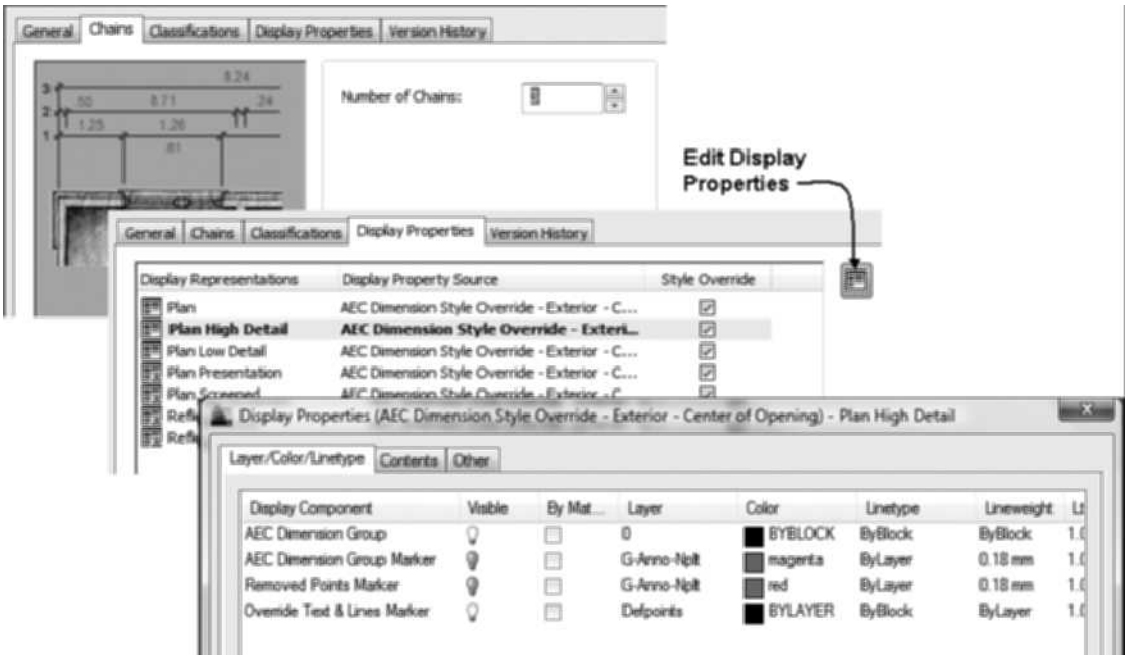

FIGURE 11.10 *Chains and Display Properties tabs of an AEC Dimension Style*
15. Choose the Chains tab of the right pane. This AEC Dimension style includes three chains as shown in Figure 11.10.
17. The Display Properties tab, shown in Figure 11.10, includes a list of the Display Representations, Display Property Source, and Style Override fields. Each display representation is assigned a dimension style, as shown in Figure 11.10; therefore, the properties of the dimension style are linked to the display configuration.
18. Choose **Edit Display Properties** button as shown in Figure 11.10.
19. Choose the Layer/Color/Linetype tab as shown in Figure 11.10. This tab allows you to turn off or on the display of the components of the dimension. The AEC Dimension Group consists of the dimension chains of the dimension. The AEC Dimension Group component is displayed for all display representations. The AEC Dimension Group Marker and Remove Points Marker, if turned on, can be selected to edit the grips of the dimension. The Removed Points Marker component is usually not visible since it is used to represent points that have been removed from the chain.